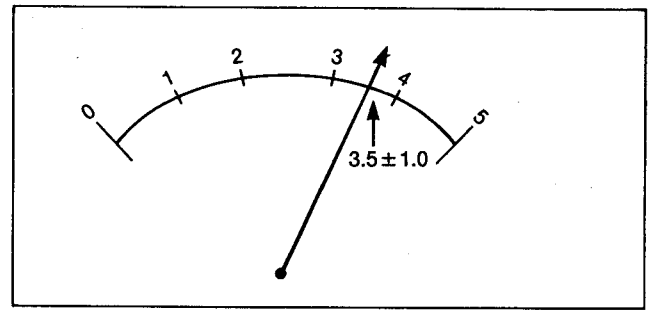

Figure E29
4. Adjust VR31006 so that the TRACKING METER needle reaches "3.5+/-1.0" as shown in Figure E29.